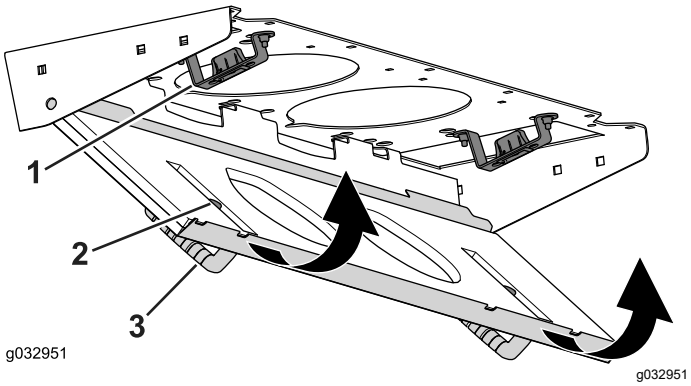

Figuur 84
4. Kantel het filterscherm rond de nokken totdat de vergrendeling aangrijpt in de grendelplaat (Figuur 84).